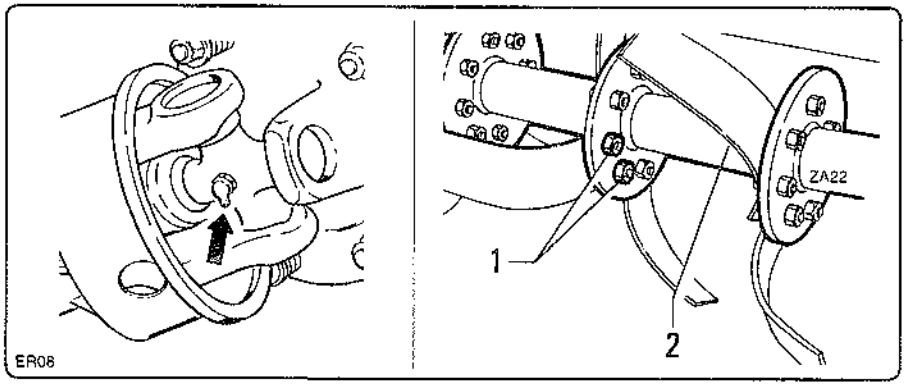

fig. 7.4.2
- Vérifiez que l'arbre à cardans est en bon état et graisser les croisillons (fig. 7.4.2).
- Contrôlez le serrage des boulons "1" de blocage des lames sur le rotor "2" (fig. 7.4.2).
- *Die Gelenkwelle auf unbeschädigten Zustand prüfen und die Kreuzgelenke (Abb. 7.4.2) schmieren.*
- *Sicherstellen, daß die Bolzen "1" zum Befestigen der Messe am Rotor "2" (Abb. 7.4.2) fest angezogen sind.*